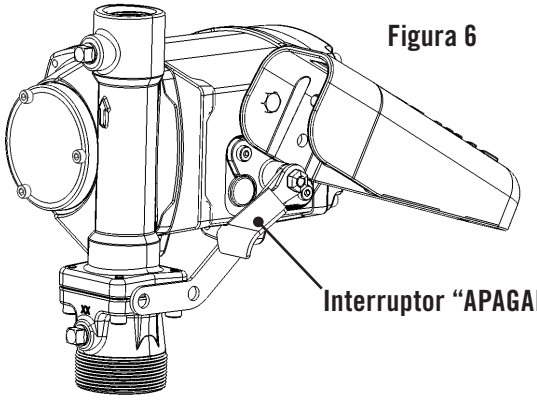

Figura 6
6. Mueva la palanca del interruptor a la posición “APAGADO” (baja) (Figura 6) para detener el motor.